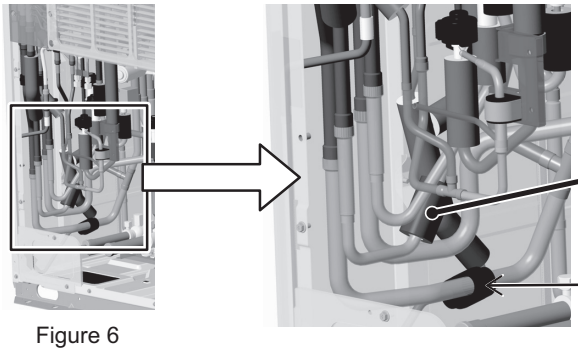

Figure 6
(6) Cut the band on the pipe cover and the rubber spacer on the heat-exchanger side to remove them. (See Figure 6.)